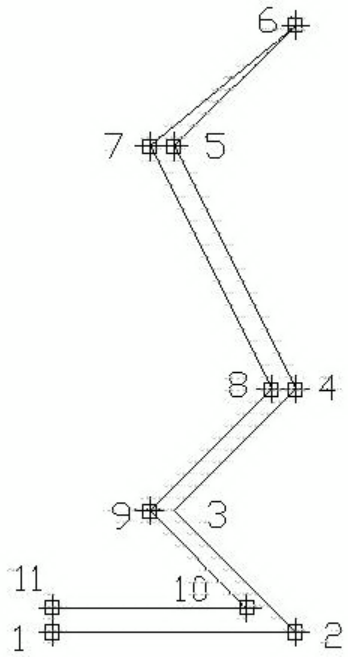

Figure 5-10 *The profile curve of the Jug*
6. Similarly, click at different points to create the profile of the jug, as shown in Figure 5-10. Note that the profile consists of nearly parallel segments. This will give the jug the required thickness when the **Lathe** modifier is applied to the shape.